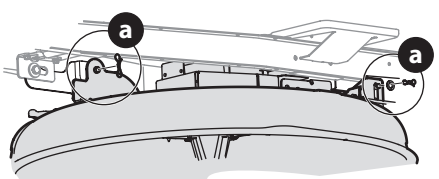

Figure 19
5. Enlevez les goupilles papillon (a) qui maintiennent le plateau de coupe sur l'appareil (Figure 19).
5. Fixez le plateau de coupe aux bras de relevage du plateau de coupe à l'aide des deux goupilles fendues (a) (Figure 19).
NOTE : Les goupilles fendues (a) doivent être réinsérées à partir du haut (Figure 19).